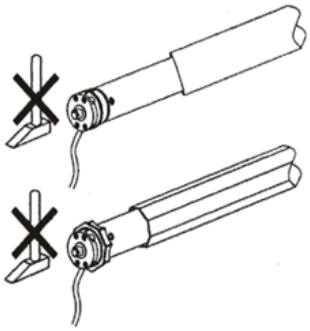

Abb. 3
- Wählen Sie vor der Installation einen geeigneten Antriebsadapter. Verwenden Sie keine übermäßige Kraft oder Werkzeuge, um den Motor in die Rollladenwelle einzuführen (Abb. 3).